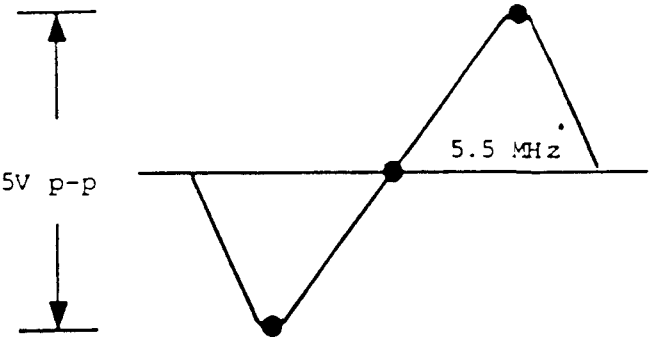

Fig.8
2. Adjust T102 so that sound carrier is centered as in Fig.8.
3. Confirm the waveform as in Fig.8.